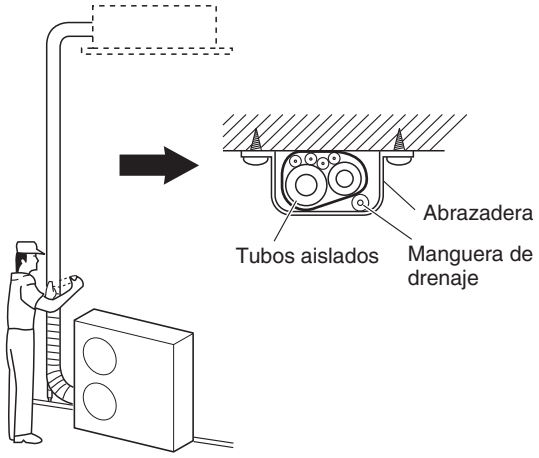

Fig. 5-9
(1) Ahora, a los tubos de refrigerante (y al cableado eléctrico si lo permiten las regulaciones locales) se les deberá colocar la cinta conjuntamente con cinta blindada en 1 agrupamiento. Para evitar que rebose la condensación de humedad por el recipiente de drenaje, mantenga separada la manguera de drenaje de la tubería de refrigerante.
(2) Envuelva la cinta blindada desde la parte inferior de la unidad exterior hasta la parte superior de la tubería por donde entra en la pared. A medida que envuelve la tubería, superponga la mitad de cinta a cada vuelta que dé.
(3) Fije el grupo de tubos a la pared, empleando 1 abrazadera aproximadamente a cada metro. (Fig. 5-9)